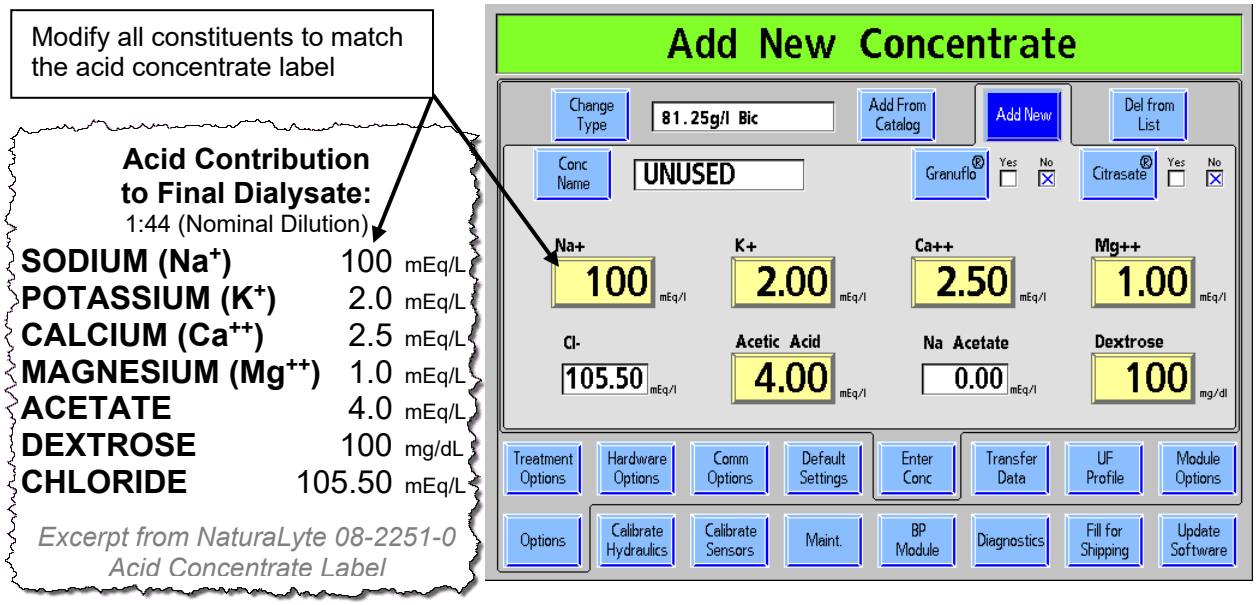

Figure 120 – Adding a New Acid Concentrate (NaturaLyte 08-2251-0) (showing functional software version 2.81 or later)
a. **NaturaLyte** (see Figure 120 above): Enter the values for Sodium (Na+), Potassium (K+), Calcium (Ca++), Magnesium (Mg++), Acetic Acid (Acetate), and Dextrose. The calculated values are Chloride (Cl-) and Na Acetate.